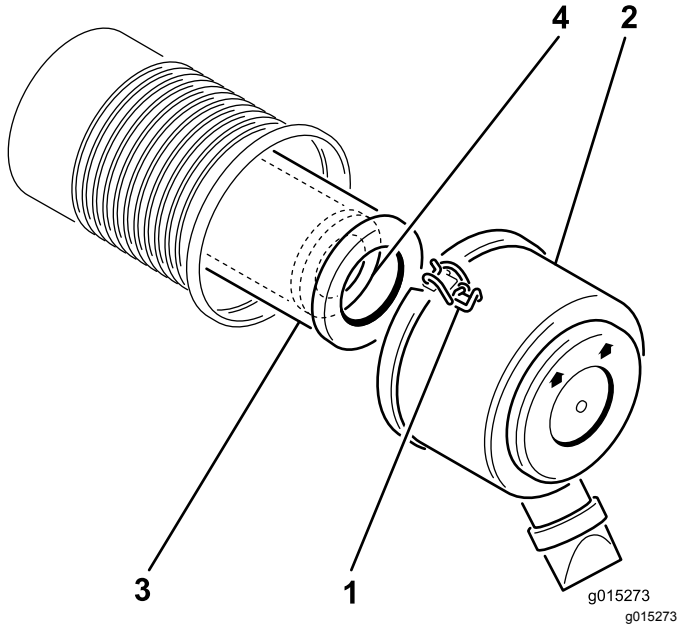

Figura 14
2. Rilasciate i fermi che fissano il coperchio del filtro dell'aria al relativo corpo. Staccate il coperchio dal corpo (Figura 14).
4. Estraete con cautela il filtro primario dall'alloggiamento del filtro dell'aria (Figura 14).
2. Se sostituite il filtro di sicurezza, inseritelo con cautela nel corpo del filtro (Figura 14).
3. Montate con cautela il filtro primario sul filtro di sicurezza (Figura 14).
5. Montate il coperchio del filtro dell'aria con il lato contrassegnato up (alto) rivolto in alto, quindi fissate i fermi (Figura 14).